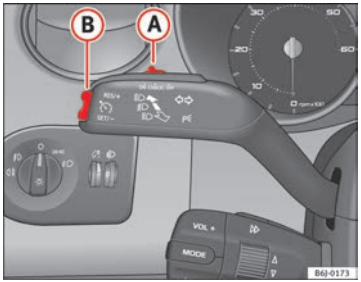

Fig. 112 Turn signal and main beam headlight lever: switch and rocker switch for the cruise control
– Press the upper part **RES** of the rocker switch ⇒ fig. 112 (B) to increase the speed. The vehicle will continue to accelerate as long as you keep the rocker switch pressed. When you release the switch, the new speed is stored.
Cruise control is switched off if you reduce speed by depressing the brake pedal. Reactivate the control by pressing once on the upper part of the rocker switch **RES+** ⇒ fig. 112 (B).